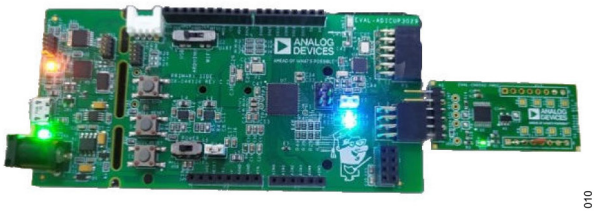

图 10. EVAL-CN0552-PMDZ 连接至 EVAL-ADICUP3029
1. 将 EVAL-CN0552-PMDZ 连接至 EVAL-ADICUP3029 的母端子板(P9)。参见图 10。